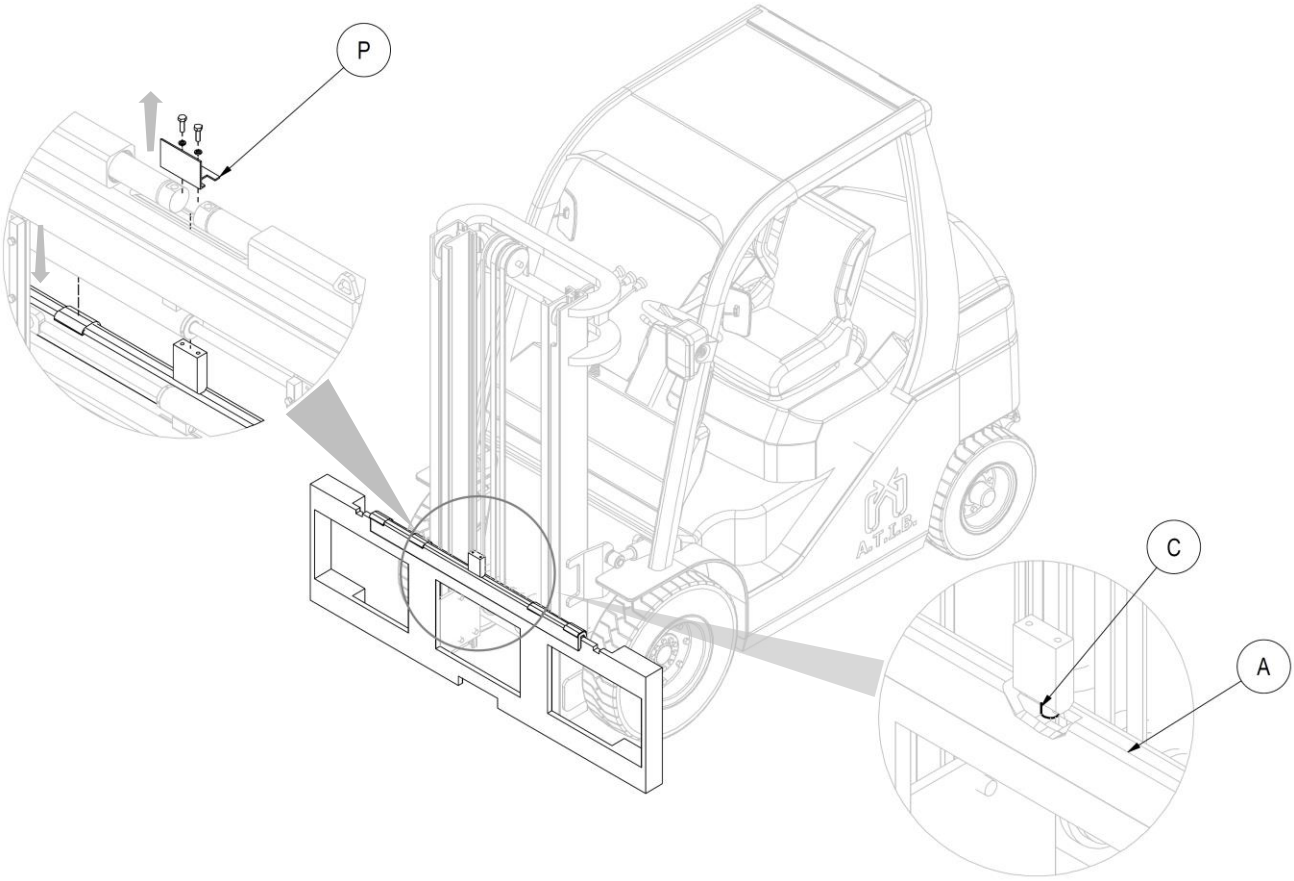

Figure 5
4. Après avoir retiré le « pli de protection » (**P**) avec les vis correspondantes, saisir manuellement le double crochet **A** (avec les douilles coulissantes correspondantes) et le positionner sur le profil supérieur du tablier porte-fourches en prenant soin d'insérer la goupille de centrage **C** dans l'encoche centrale de celle-ci (voir *Figure 5*).